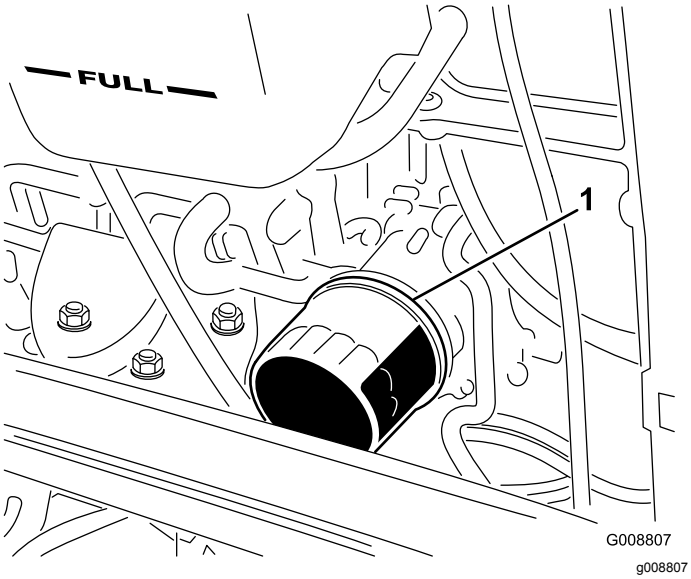

Rysunek 33
2. Wyciągnij filtr oleju (Rysunek 33). Przed przykręceniem nowego wkładu lekko nasmaruj go czystym olejem. Nie dokręcać zbyt mocno.